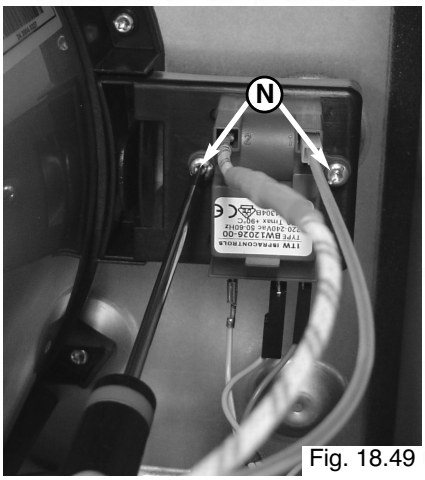

Fig. 18.49
4. Remove the two screws "**N**" from the ignitor and remove (Fig. 18.49);